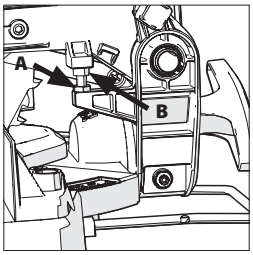

Abb. 12A + 12B
- Lösen Sie die Kontermutter an der Anschlagschraube für die Abwärtsbewegung. **(Abb. 12A)**